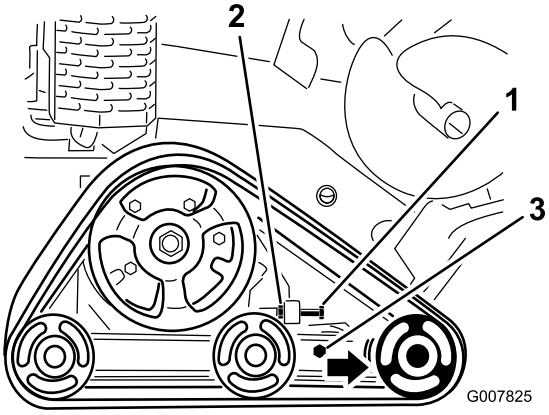

Figur 48
3. Lossa kontramuttern på larvbandets spännskruv och klämskruvarna på spännarmen (Figur 48).
4. Dra åt spännskruven till 32,5–40 Nm så att larvbandet spänns (Figur 48).
4. För spännskruven och kontramuttern bakåt (Figur 48).
5. Lossa klämskruvarna (Figur 48).